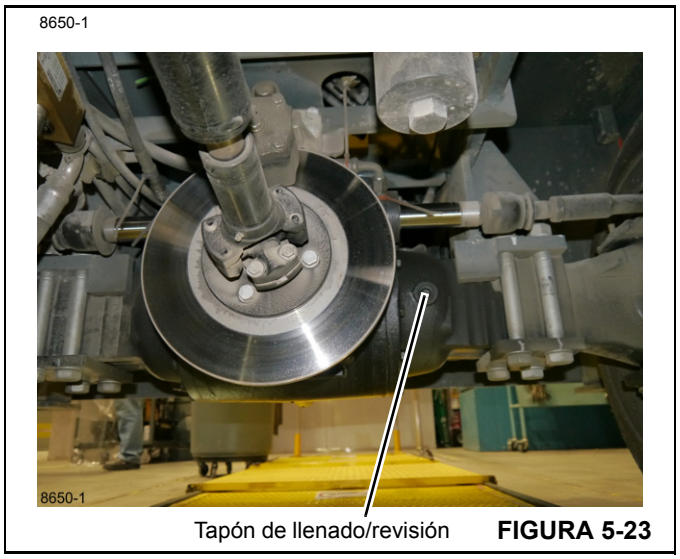

FIGURA 5-23
1. Limpie alrededor del tapón de llenado/revisión (Figura 5-23) de la caja del eje y retírelo.